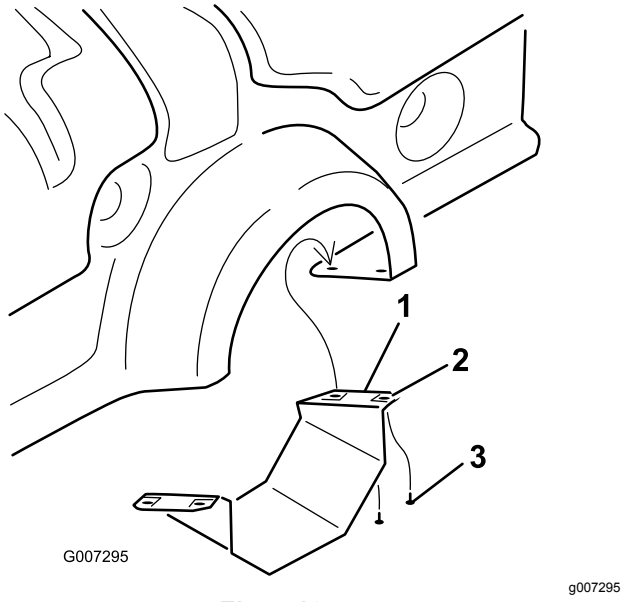

**Figur 10**
1. Endast på ProCore 864: ta bort det nedre kraftuttagsskyddet (Figur 10).